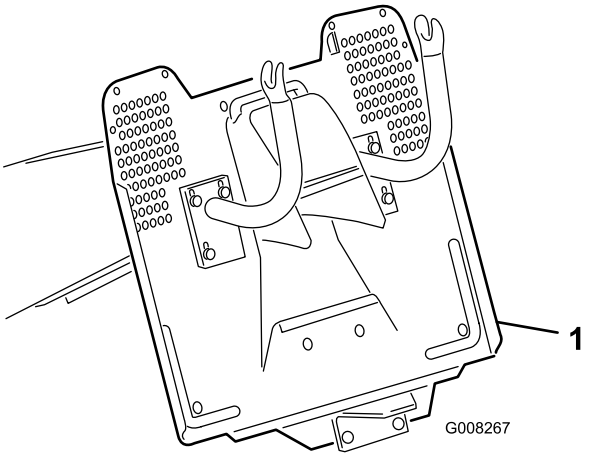

Figur 18
2. Montera redskapet på dragkroken nedtill på maskinens baksida (Figur 18).